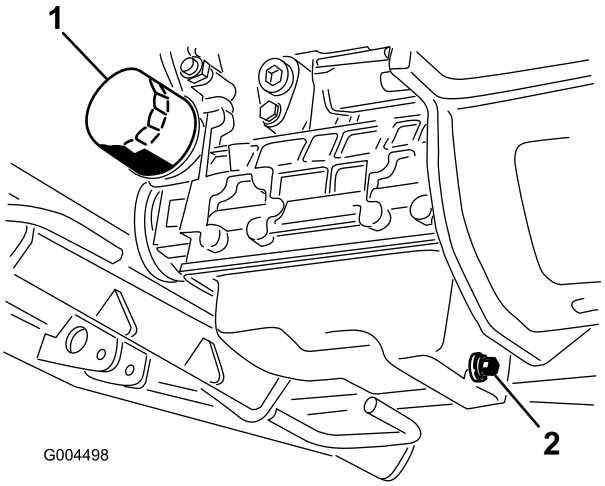

Figur 43
3. Stil en dræningsbakke under oliesumpen og på linje med aftapningsproppen (Figur 43).
6. Afmonter og udskift oliefilteret (Figur 43).